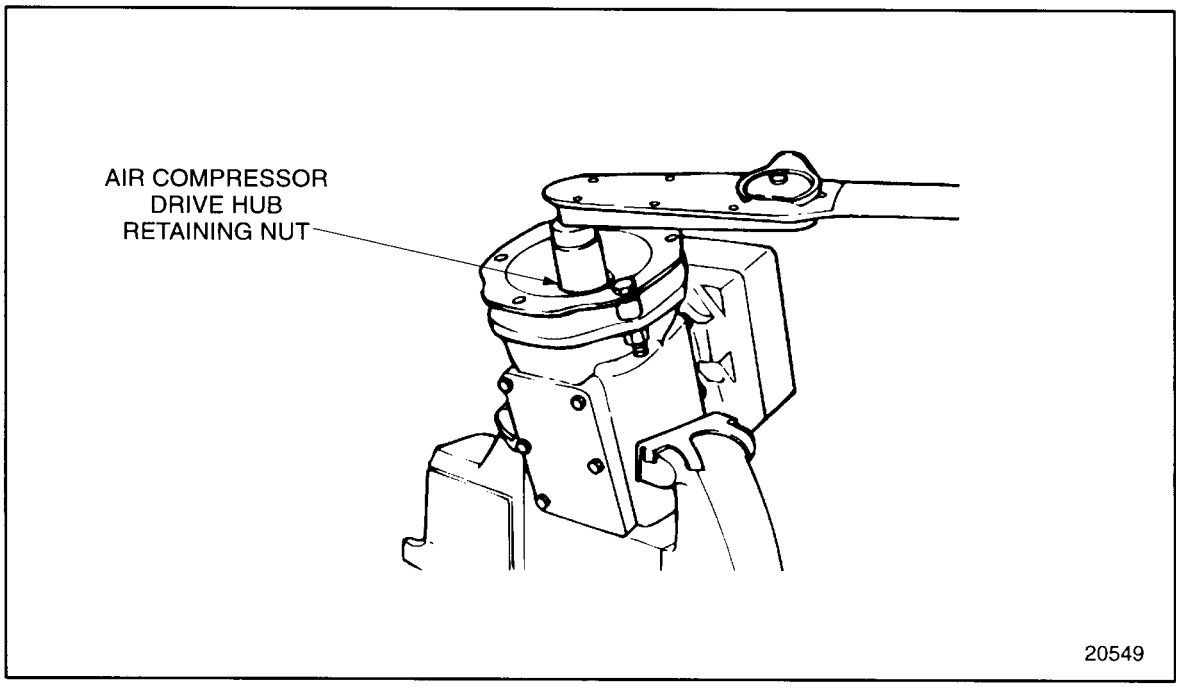

Figure 10-15 Torquing Drive Hub Retaining Nut
3. Torque the air compressor drive hub retaining nut to 300-345 N·m (220-255 lb·ft). See Figure 10-15.